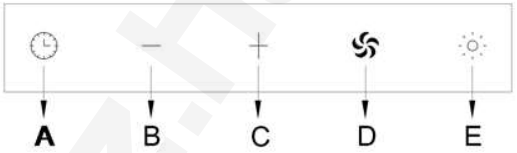

Fig.11
1. **FUNCTION KEYS: (Fig.11)**